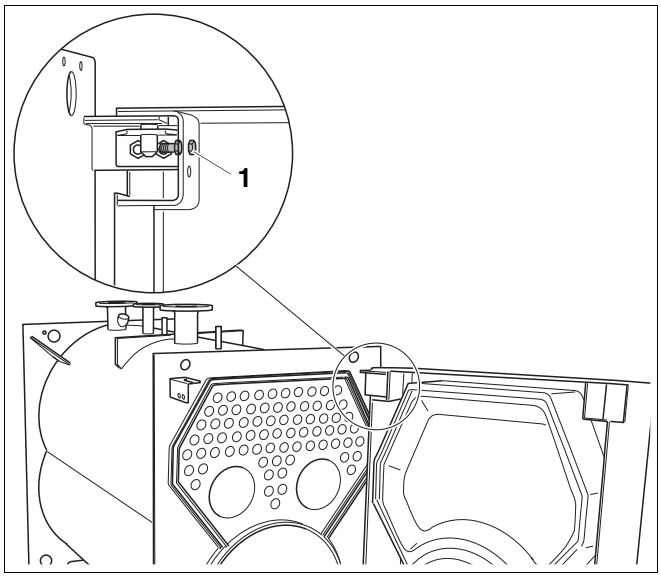

Рис. 9 Демонтаж фиксирующего болта
- Вынуть фиксирующий болт (рис. 9, **поз. 1**) на правом верхнем шарнире.
- После открывания дверцы горелки установить фиксирующий болт в верхнее отверстие левого шарнира дверцы (как показано на рис. 9).